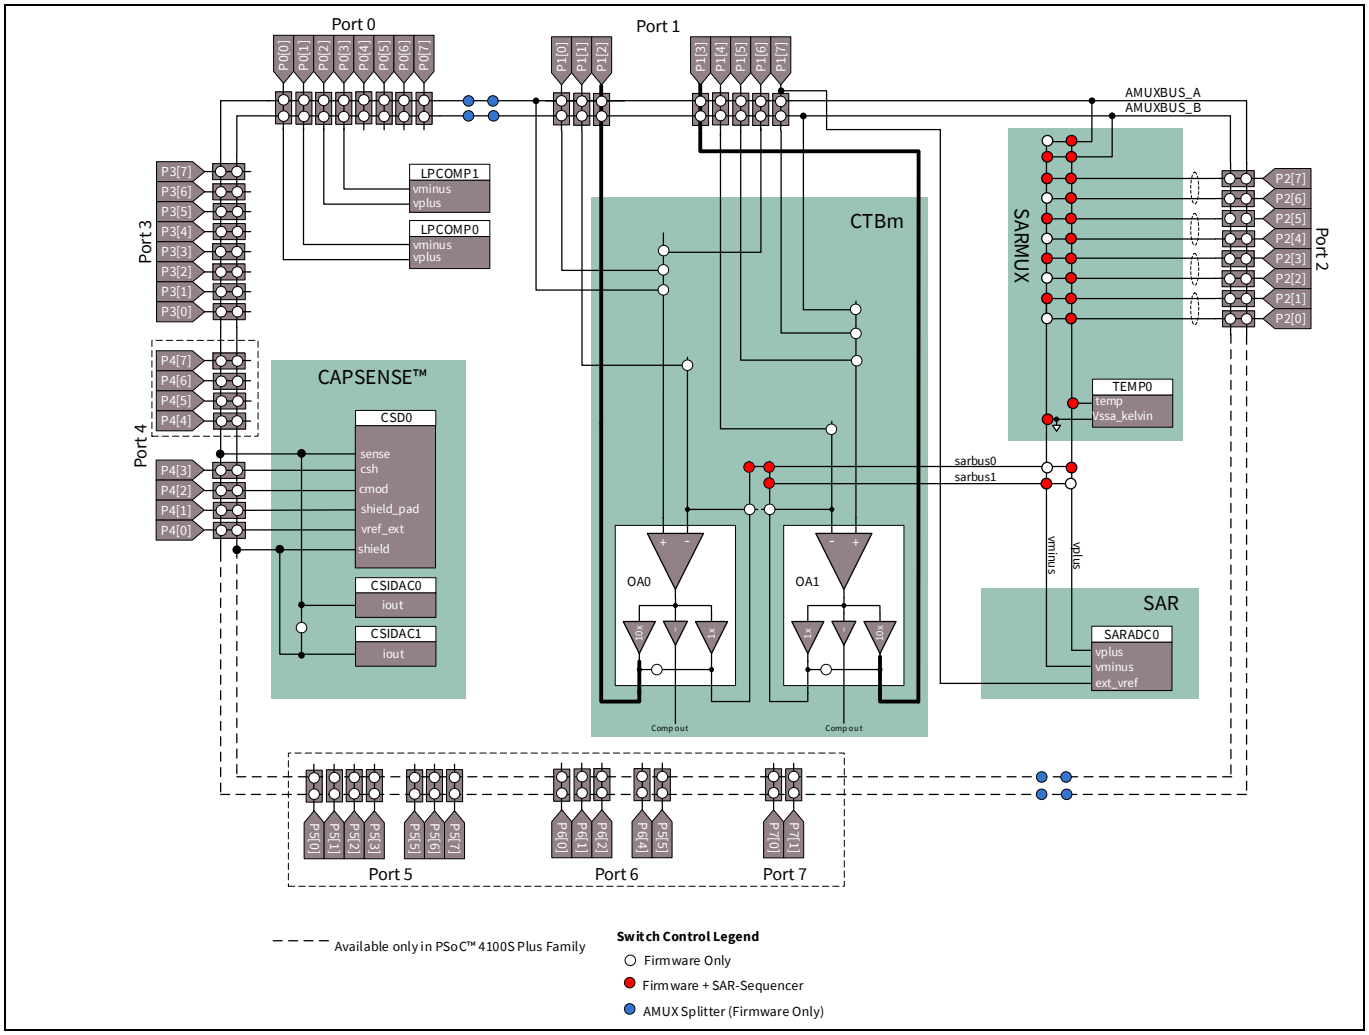
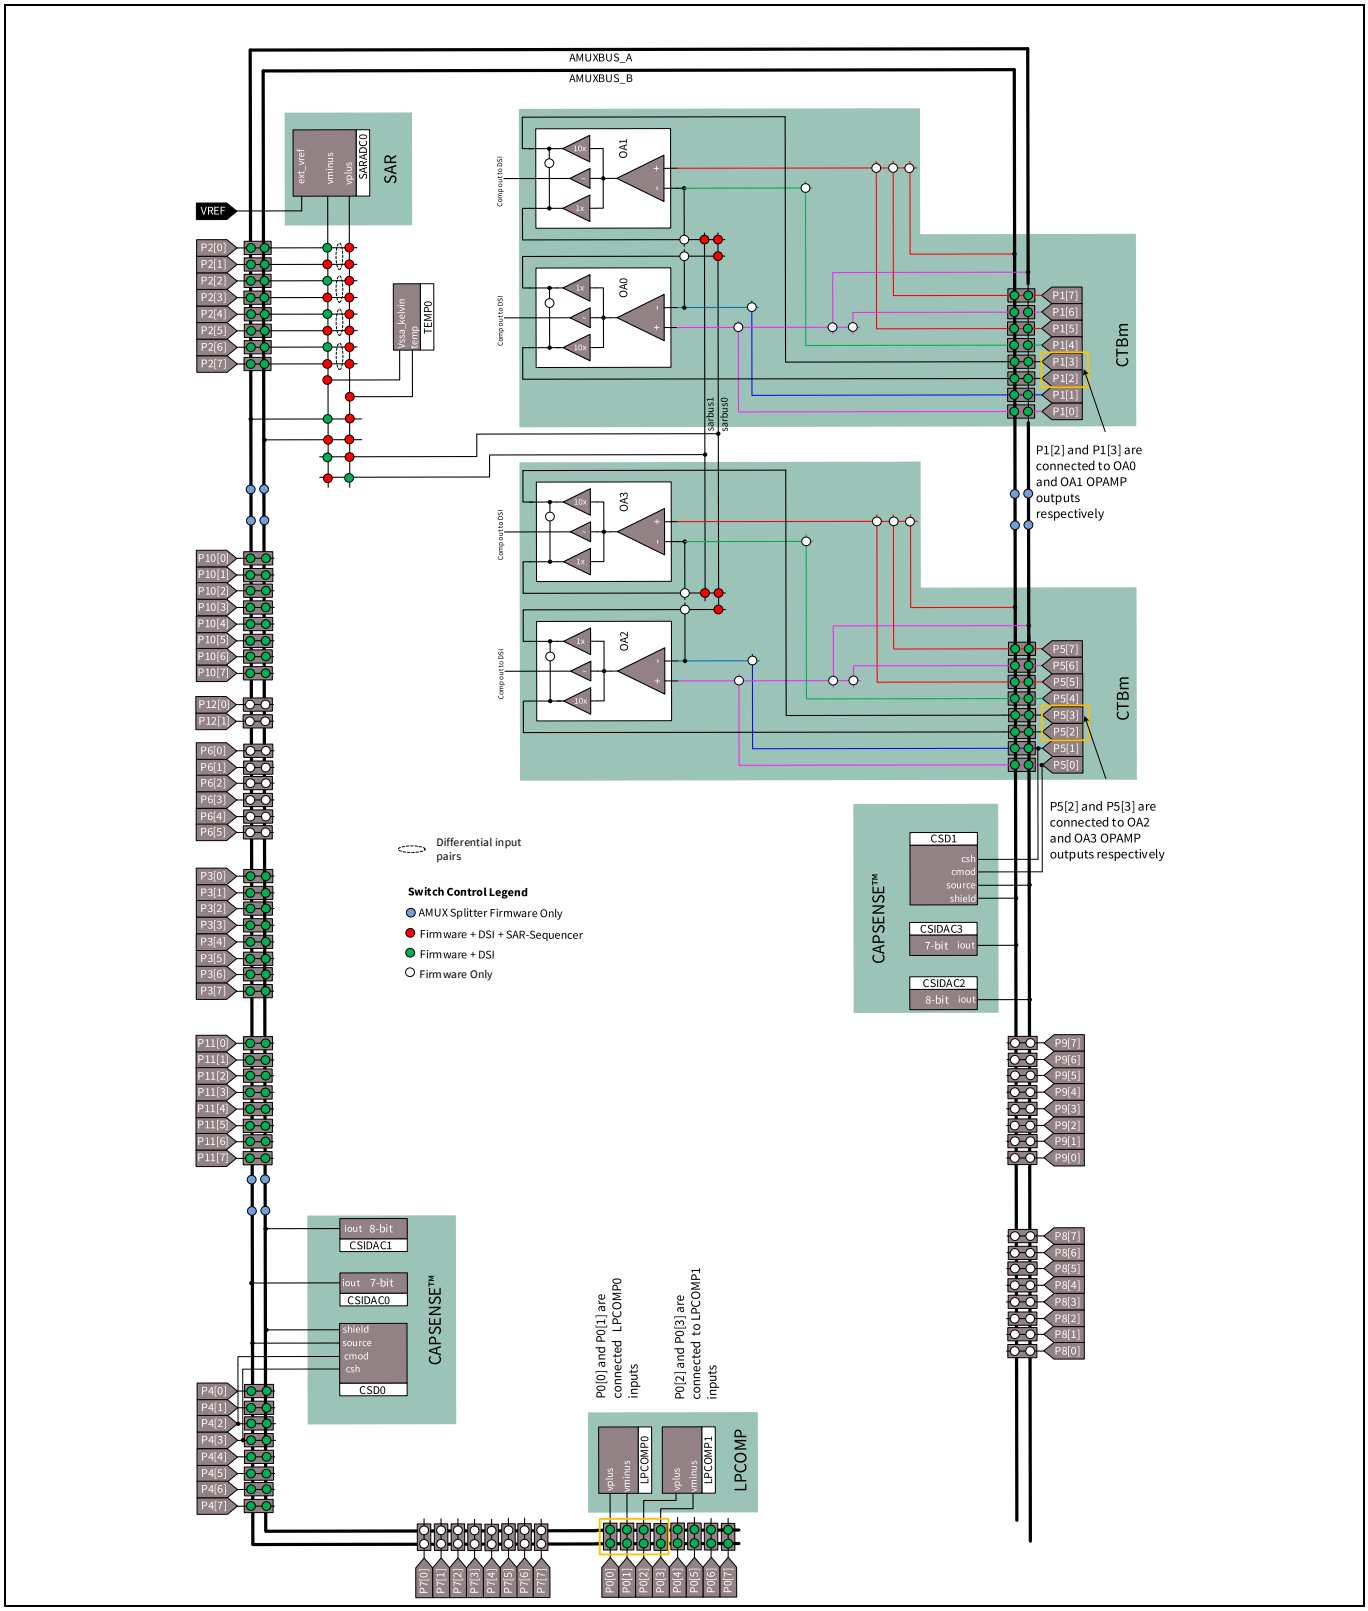

Figure 14 PSoC™ 4100S/4100S Plus アナログ配線図
Figure 17　PSoC™ 4200L アナログ配線図
以下は、他の PSoC™ 4 デバイスのアナログ配線のキーポイントです。**Figure 13**～**Figure 17** を参照してください。
- これらは CAPSENCE™ CMOD およびシールド タンク コンデンサのための専用ピンです。ピンの詳細は **Figure 13**～**Figure 17** を参照してください。
- **Figure 14**～**Figure 17** に示すように、AMUXBUS_A および AMUXBUS_B はスイッチ (青色でマーク) を使用して分割できます。これは、AMUX バスが、入力と出力がシステムで CAPSENCE™と共に配線されるオペアンプ/コンパレータなどの非 CAPSENCE™アプリケーションに必要とされる場合、有用です。